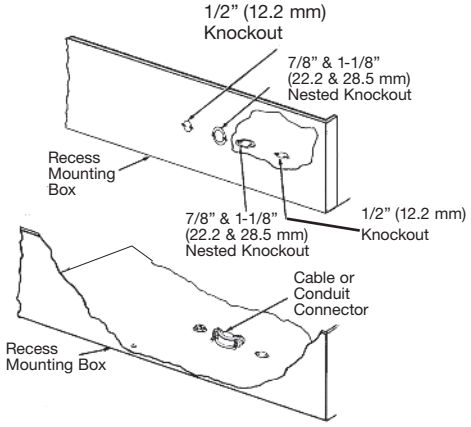

Figure 6
3. Remove the Recess Mounting Box (Figure 6) from the carton containing the Recess Mounting Enclosure, Type REA.
4. Remove one of the knockouts close to the ground screw and install a cable or conduit connector (Figure 6).